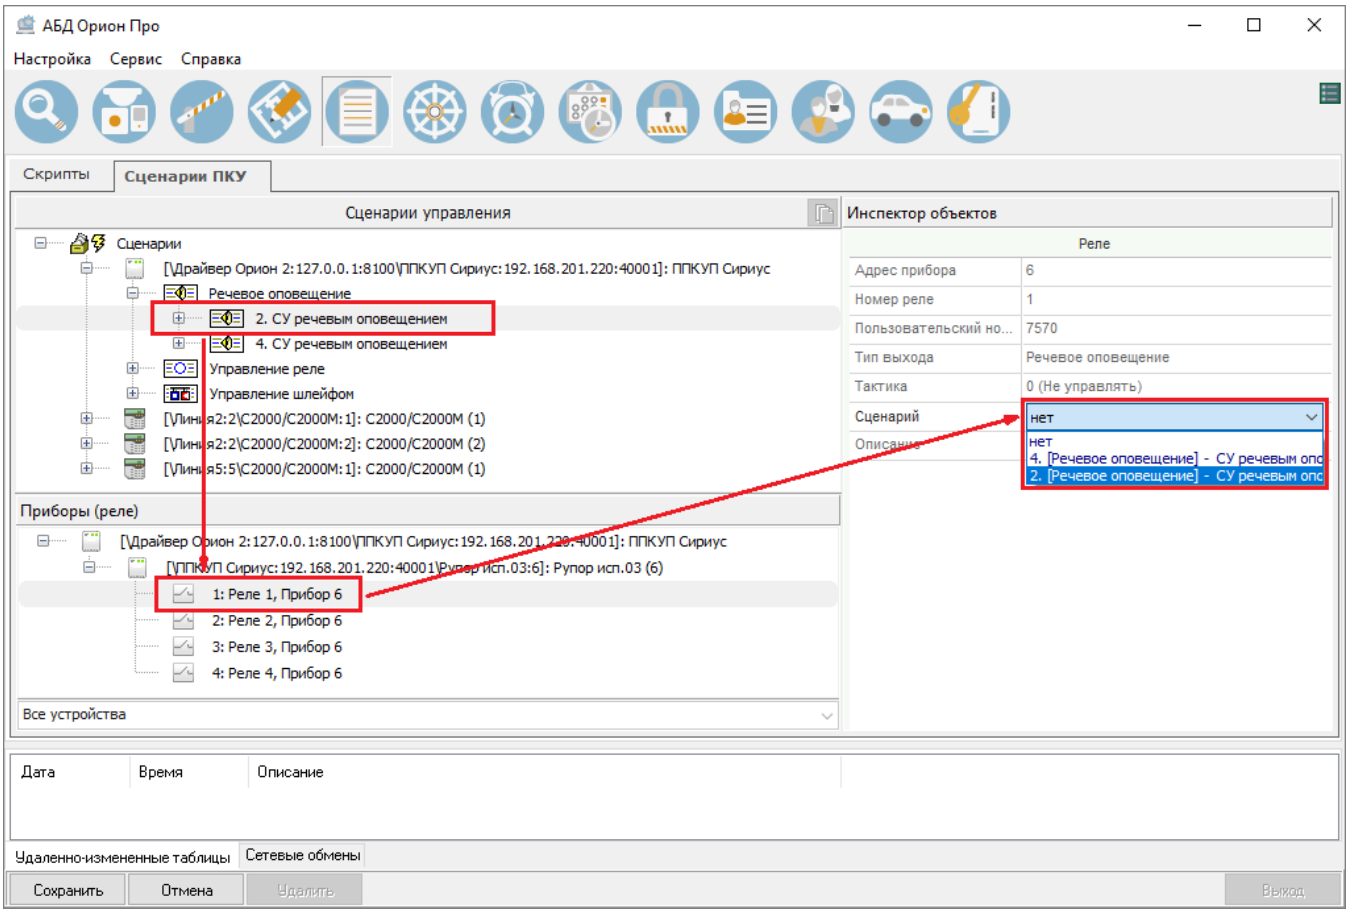

Рисунок 6-637 Привязка сценария речевого оповещения к реле прибора класса "Рупор"
3) в инспекторе объектов, где отобразятся свойства выбранного в дереве приборов прибора/ элемента прибора, задайте значение для свойства «Сценарии» (см. Рисунок 6-637) – в качестве значений для свойства «Сценарии» в выпадающем списке представлены все сценарии, заданные для соответствующего узла «Тип аппаратного сценария».